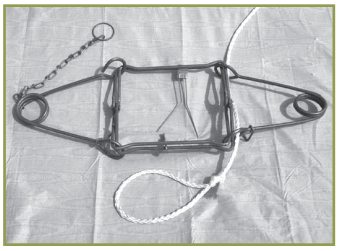

Figure SKF5a. Step 1
1) Thread the rope through the eyes of one of the springs (Figure SKF5a).